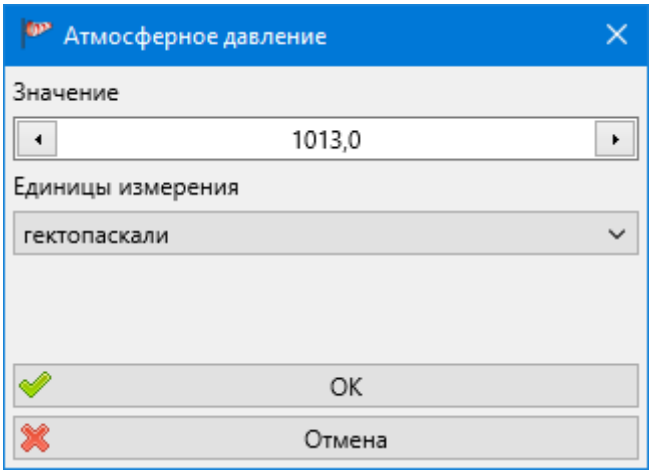

Рис. 7.3 – Окно ввода значения атмосферного давления
3. Установить текущее значение атмосферного давления на панели управления программы управления (рис. 7.3);